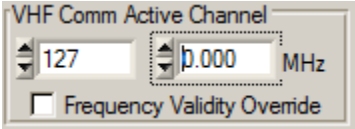

Figure 52 Setting channel frequency to 127MHz
4) Set channel frequency to 127 MHz. (Figure 52).